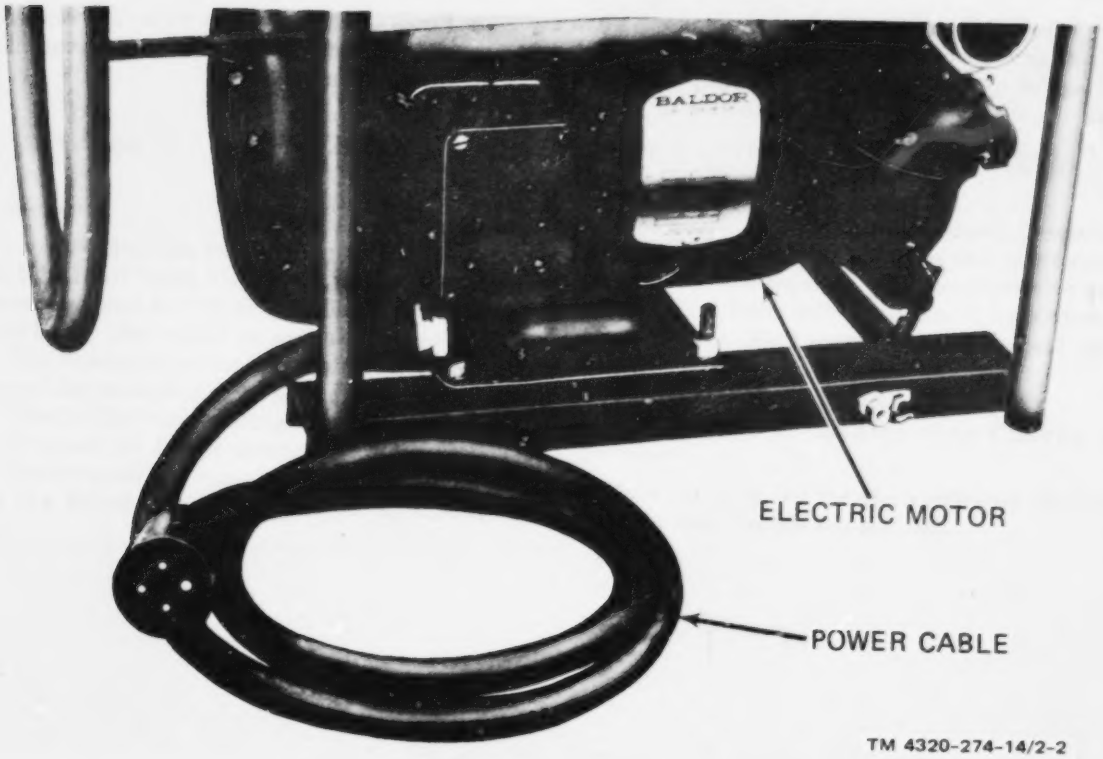

Figure 2-2. Power cable.
b. Starting Instructions. To start the electric motor powered pump, connect the power cable (fig. 2-2) to a 3 phase, 208 volt, 60 hertz power source.